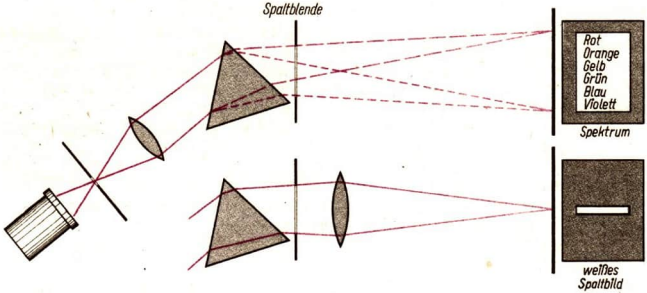

Bild 147/1 Versuchsanordnung zum Zerlegen des weißen Lichtes beim Durchgang durch ein Prisma und zur Wiedervereinigung der Spektralfarben zu Weiß
V Bringt man in den Strahlengang hinter das Prisma eine zylindrische Linse (Bild 147/1), so entsteht auf dem Bildschirm an Stelle des Spektrums wieder ein weißes Bild des Spaltes.
V Hält man im Versuch nach Bild 147/1 zwischen das Prisma und die zylindrische Linse einen schmalen Kartonstreifen und führt ihn langsam durch das Spektrum, so wird dadurch jeweils ein bestimmter Farbton ausgeblendet. Man erkennt ihn auf dem Kartonstreifen. Das Spaltbild ist in diesem Falle nicht weiß, sondern hat eine je nach der abgedeckten Spektralfarbe wechselnde **Mischfarbe.** Sie entsteht dadurch, daß sich alle übrigen Spektralfarben mischen. Entfernt man den Kartonstreifen, so kommt auch die ausgeblendete Farbe hinzu, und man erhält wieder Weiß.
1. Ist der Spalt zwischen Lichtquelle und Prisma nach Bild 147/1 sehr breit, so erhält man kein Spektrum. Es ergibt sich ein weißes Spaltbild, dessen eine Seite rötlich und dessen andere Seite bläulich gefärbt ist. Warum ist der mittlere Teil des Bildes weiß?